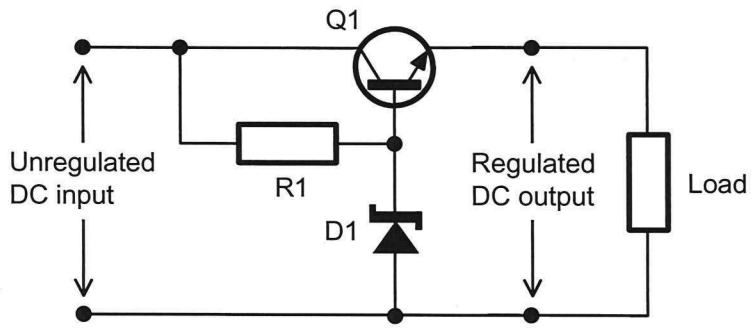

Figure 1
1. Complete Table 1 below by stating whether the voltages on the legs of the pass transistor in Figure 1 above increase, decrease, floats or stay the same for the faults listed. The first one has been done for you as an example.